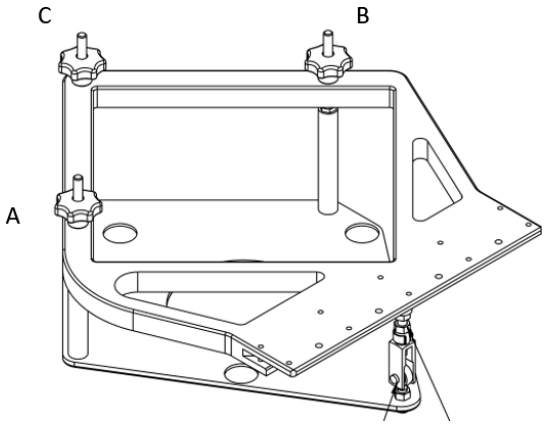

Figure 1-5. Boutons de réglage
b. Avant de mettre à niveau, déplacez les trois boutons vers le haut (voir Figure 1-5).